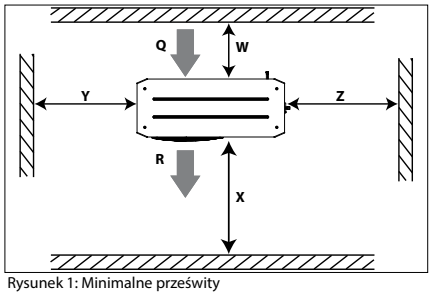

Rysunek 1: Minimalne prześwity
- Zapewnić odpowiednią przestrzeń wokół urządzenia dla umożliwienia obiegu powietrza i otwierania drzwiczek. Minimalne odległości od ścian przedstawiono na rys. 1.